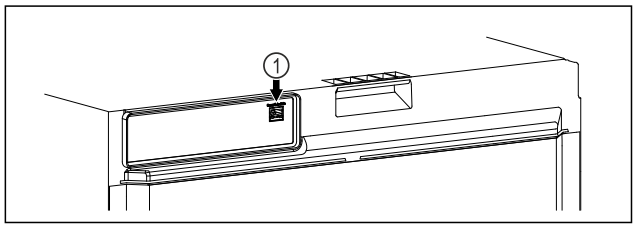

Fig. 103
❑ SmartModule *Fig. 103 (1)* este instalat.